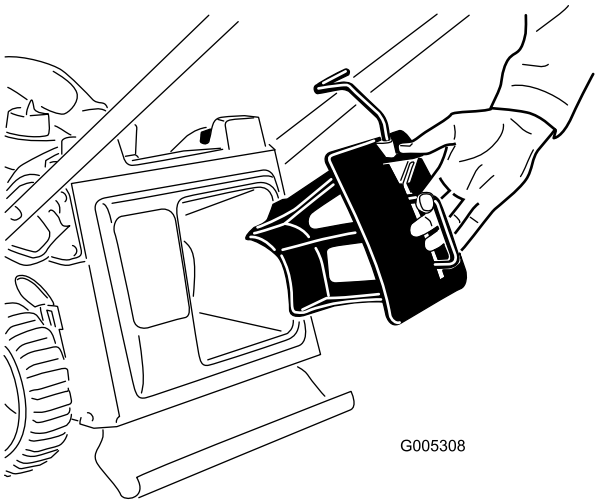

Figuur 8
1. Plaats de mulchplug in de machine, indien deze nog niet geïnstalleerd is (Figuur 8).